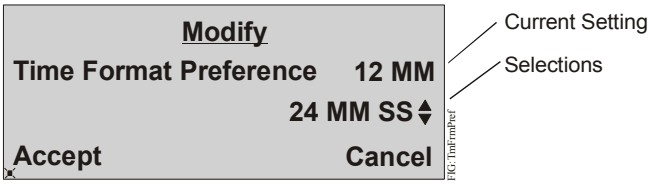

Figure 34: Modify Time Format Preference Page
4. On the Modify page, use the up/down arrow keys to find the format you want to use for displaying times (Figure 34).